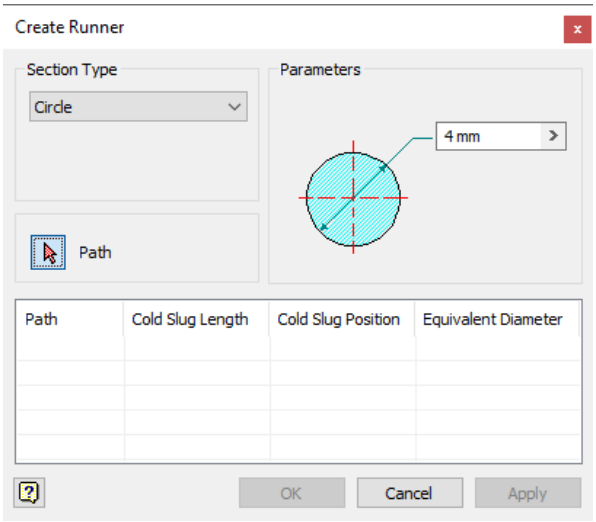

Figure 19-61 *The* ***Create Runner*** *dialog box*
1. Choose the **Runner** tool from the **Runner** drop-down in the **Runners and Channels** panel in the **Mold Layout** tab of the **Ribbon**; the **Create Runner** dialog box is displayed, as shown in Figure 19-61.